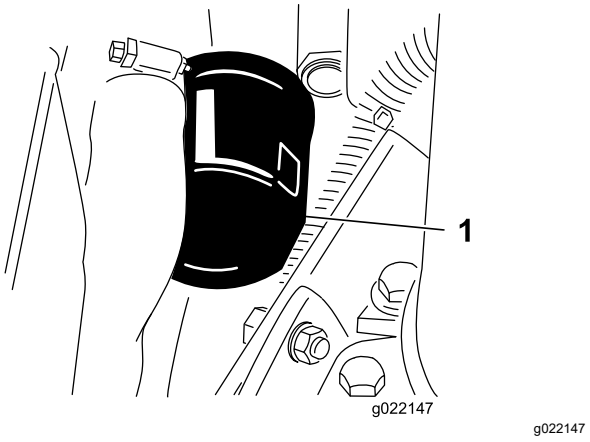

Figur 56
3. Ta av oljefilteret (Figur 56).